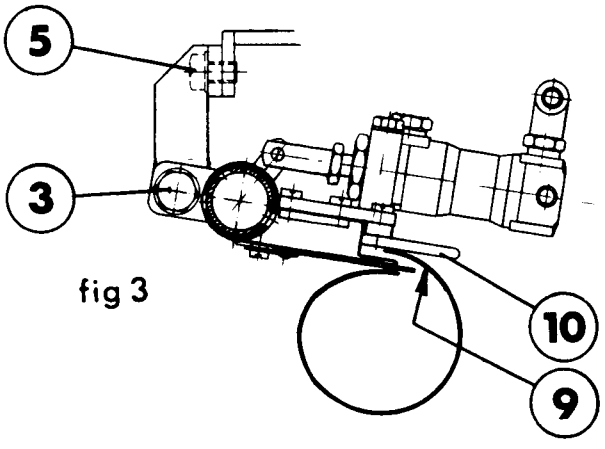

fig 3
e) Turn the LS-element until the paper edge (9) rests lightly against the rear slide rail (10) and tighten the screw (3). (Fig. 3)